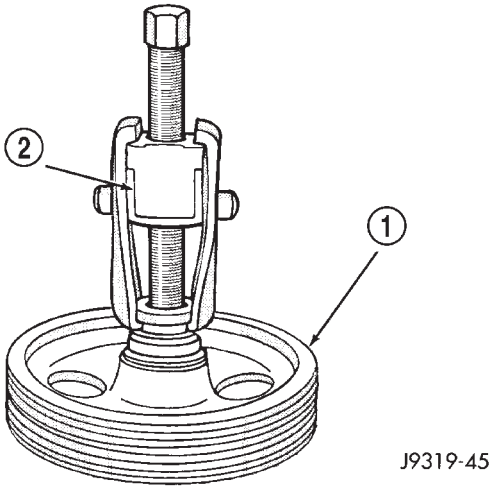

Fig. 10 Pulley Removal
(1) Remove pump assembly.
(2) Remove pulley from pump with Puller C-4333 (Fig. 10).